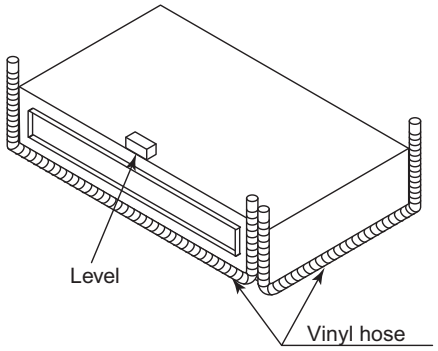

Fig. 2-144
- Make sure the unit is installed level using a level or a vinyl hose filled with water. In using a vinyl hose instead of a level, adjust the top surface of the unit to the surface of the water at both ends of the vinyl hose and adjust the unit horizontally. (One thing to watch out for in particular is if the unit is installed so that the slope is not in the direction of the drain piping, this might cause leaking.) (Fig. 2-144)